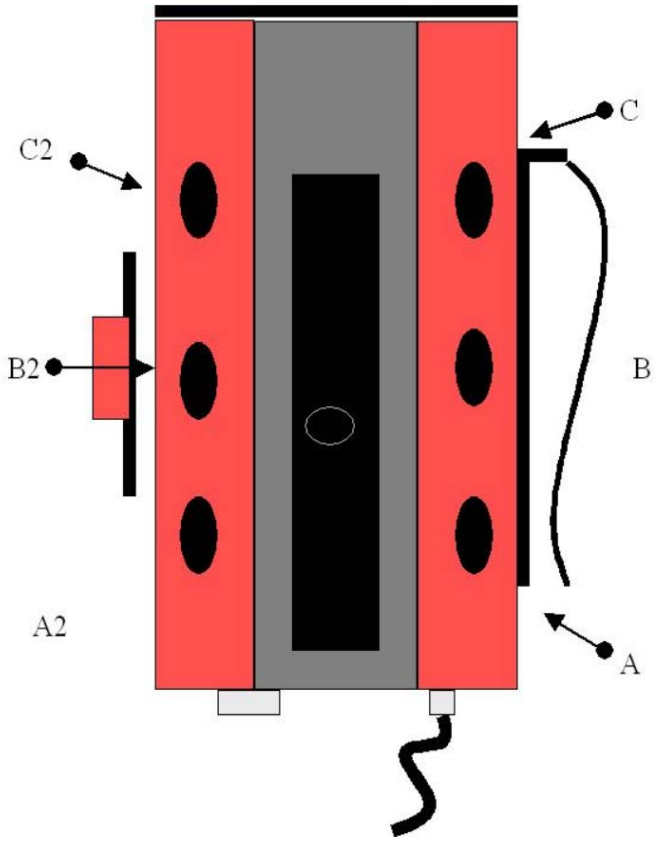

Figure 25— Button panels for the LTI 200 laser rangefinder.
2. To turn the laser off, simultaneously press the middle and front buttons on the left hand side of the laser (fig. 25).
For simplicity, the buttons on the primary panel will be called “A”, “B”, and “C” (fig. 25), these buttons are located on the right hand side of the laser. The **A button** is located to the rear of the laser (closest to the operator). The **B button** is the center button and the **C button** is located to the front of the laser. The secondary button panel will follow the same button sequence, but be known as “**A2**”, “**B2**”, and “**C2**”. The button functions are described in Table 8.
To take a measurement, press the rear right button (**A**, fig. 25) once to turn on the laser dot in the scope (if not already present). Press the “A” button again to take the measurement. A beep will sound when the measurement is taken. The number displayed in the center of the LCD screen is the horizontal distance to the target. **Check the horizontal distance** to ensure the readings are logical.